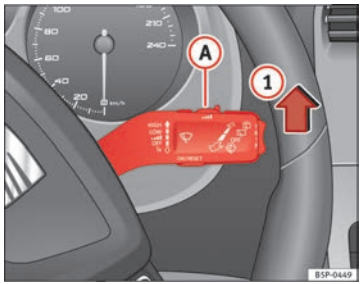

Abb. 85 Scheibenwischerhebel ▶
– Bewegen Sie den Scheibenwischerhebel in Position (1) ⇒Abb. 85.
– Bewegen Sie den Schalter (A) nach links oder rechts, um die gewünschte Empfindlichkeit des Regensensors festzulegen. Schalter nach rechts – hohe Empfindlichkeit. Schalter nach links – niedrige Empfindlichkeit.